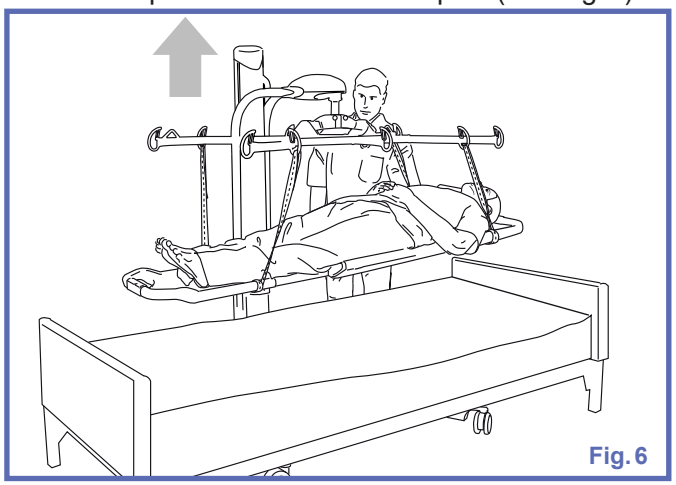

Fig. 6
6) Soulevez suffisamment le patient pour qu'il ne touche plus le lit/la civière d'hôpital (voir Fig. 6).